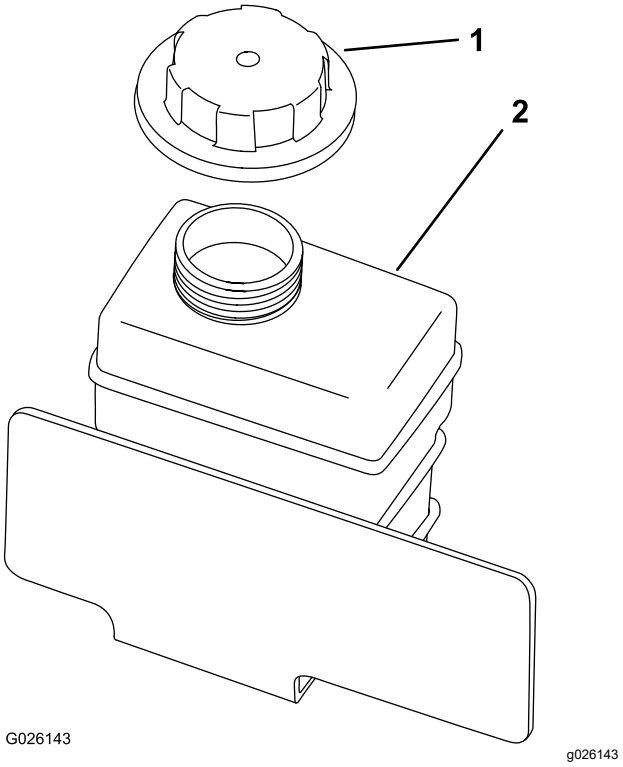

**図 52**
4. 補助タンクにあるラジエター液の量を点検する(図 52)。